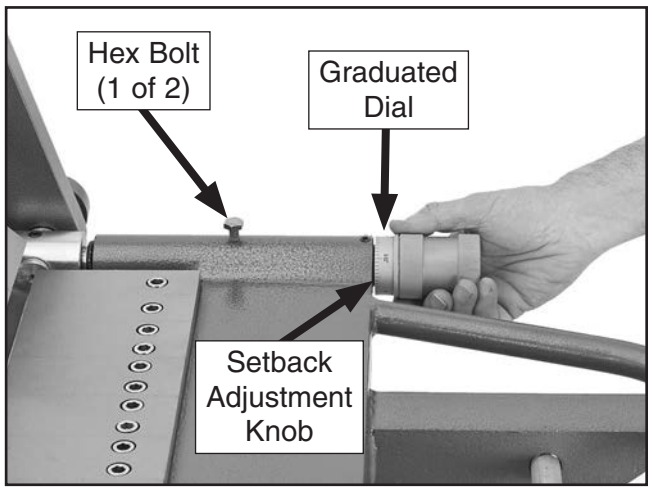

Figure 9. Setback controls.
1. Loosen the hex bolts (see **Figure 9**) on each side of the bending leaf.